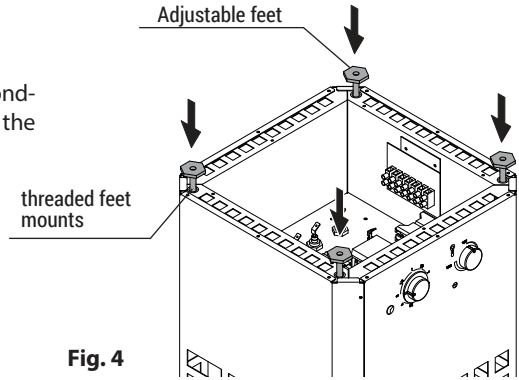

Fig. 4
- Screw in the supplied feet in the corres- pond- ing threaded bushes and secure them with the counter nuts (Fig. 4).